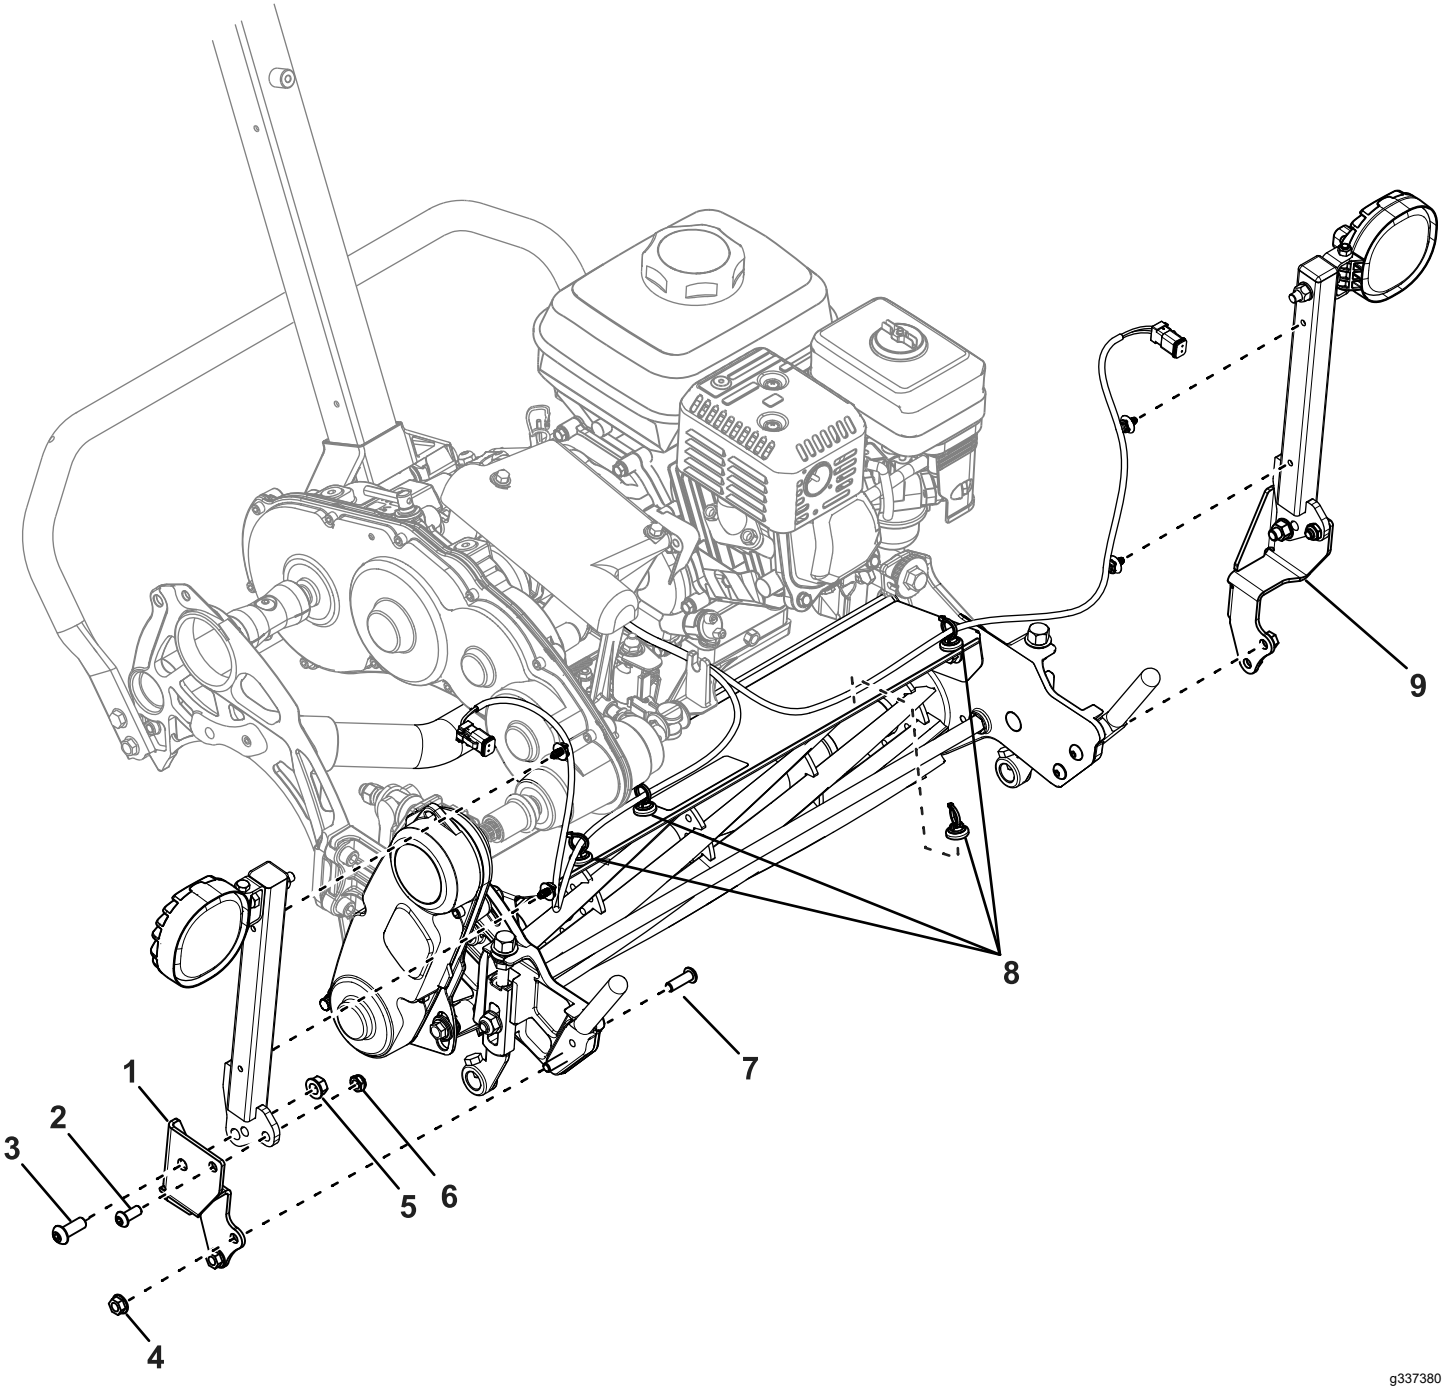

図 2
1. ライトマウントをブラケットに取り付けるソケットヘッドねじ5/16"2本、ロックナット 2 個、ソケットヘッドねじ⅜"2 本、フランジナット⅜"2 個を使用する図 2。
3. マウントブラケットをカッティングユニットのバスケットマウントに取り付けるボルト 4 本とフランジナット 4 個5/16"を使用する図 2。
4. 図 2に示すエリアにワイヤハーネス用マウントを取り付ける。